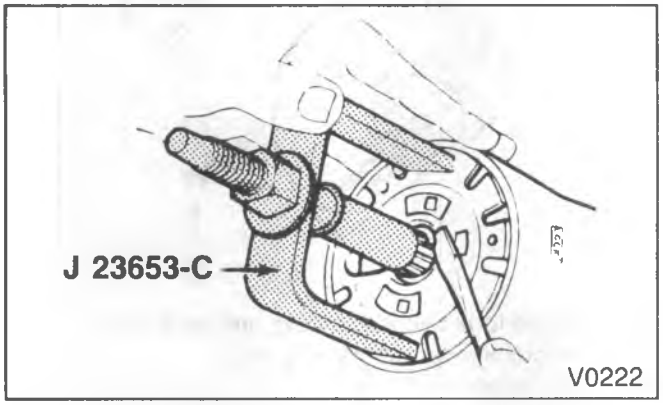

Figure 9 – Retaining Ring Removal
Remove or Disconnect (Figures 9 through 12)
- Screw the center post of J 23653-C onto the steering shaft as far as it will go. Compress the lock plate by turning the center post nut clockwise. Pry the retaining ring out of the shaft (figure 9). Remove J 23653-C.